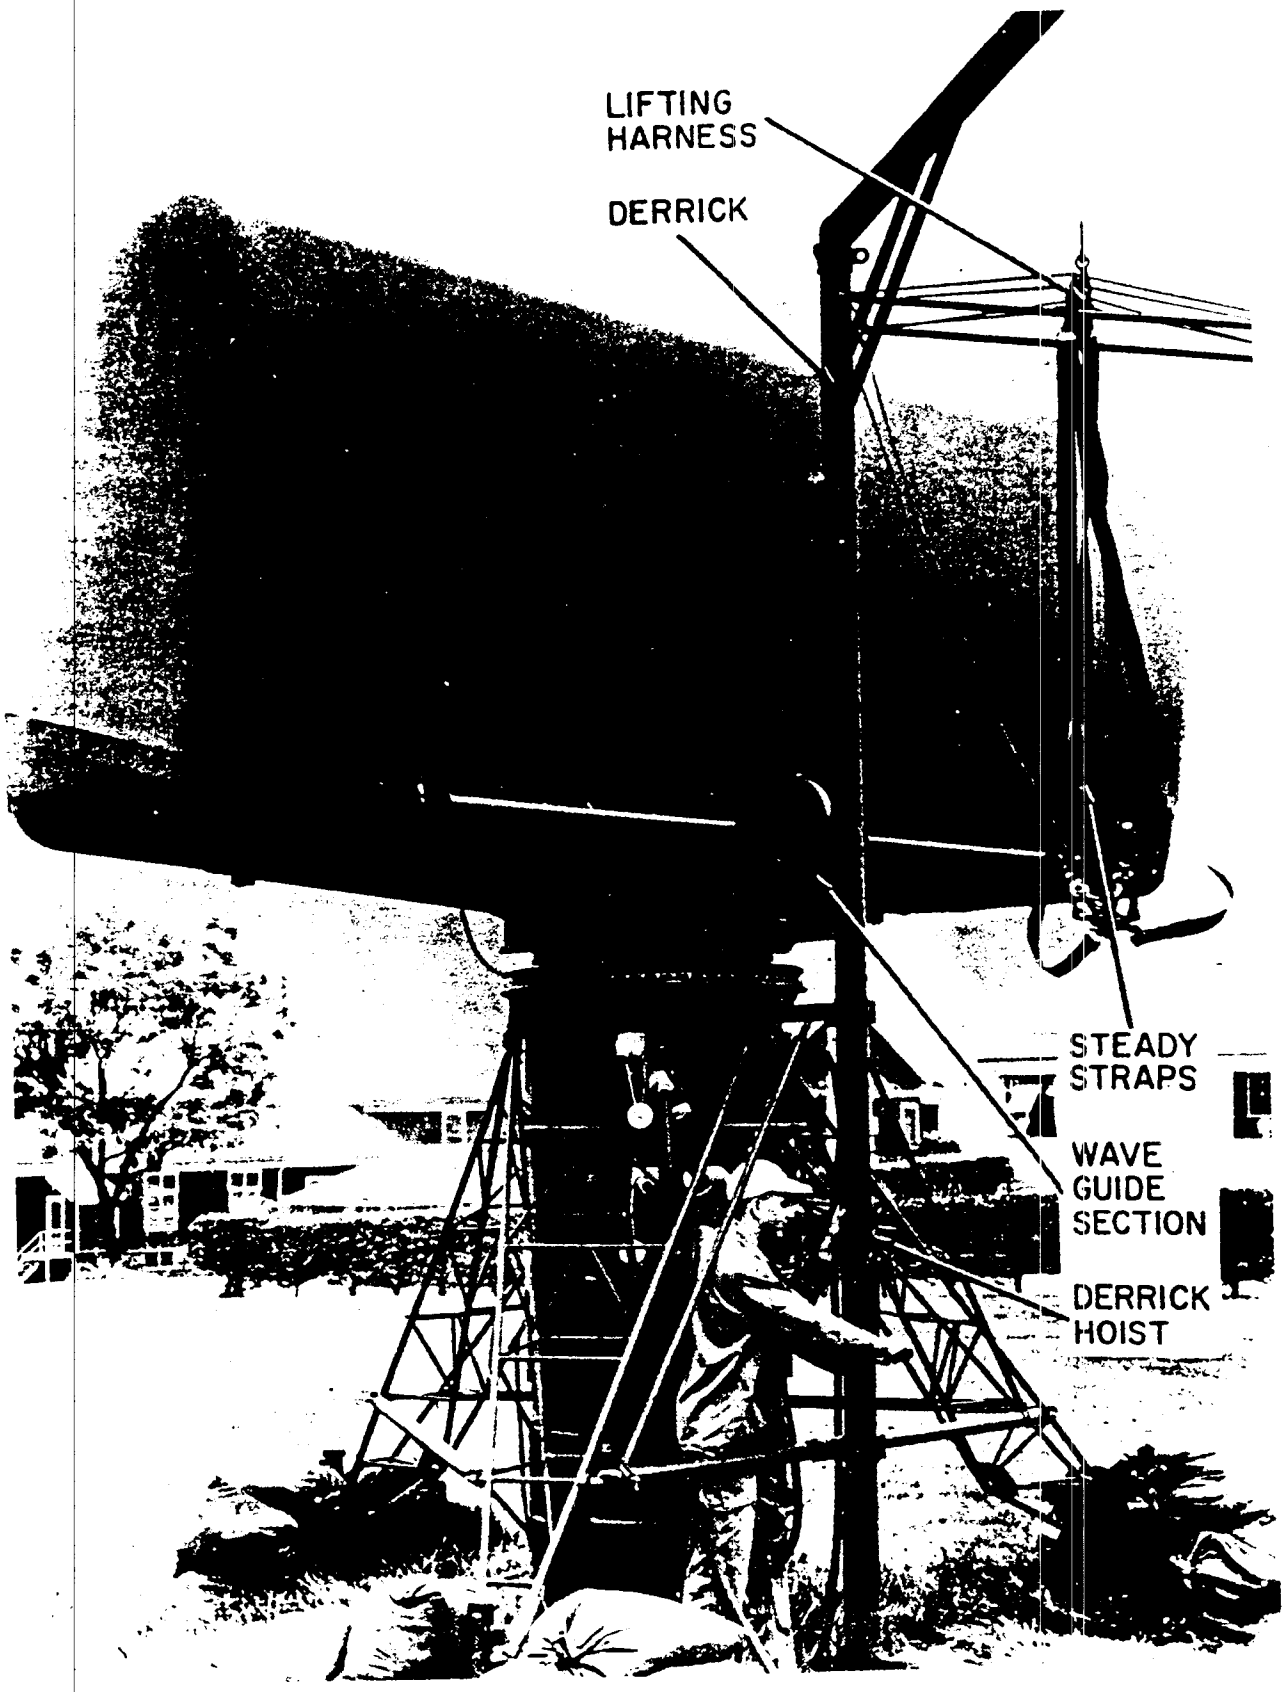

*Figure 196. Derrick installed.*
**4** and **5** close and lock the upper and lower derrick bracket locks (fig. 196).